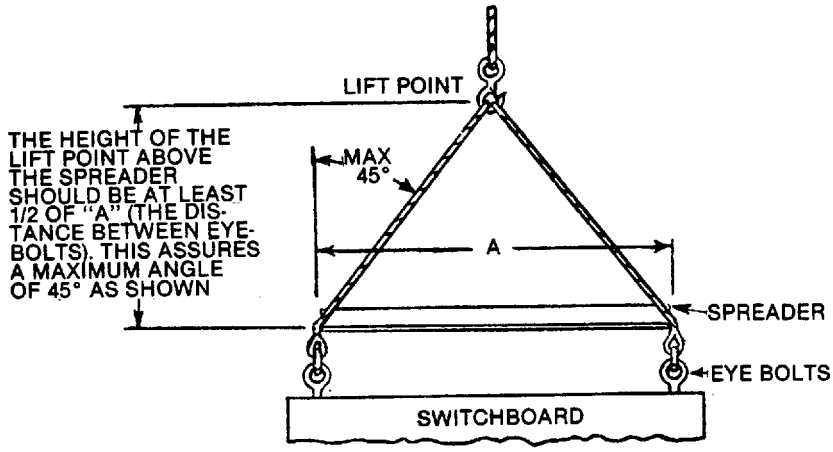
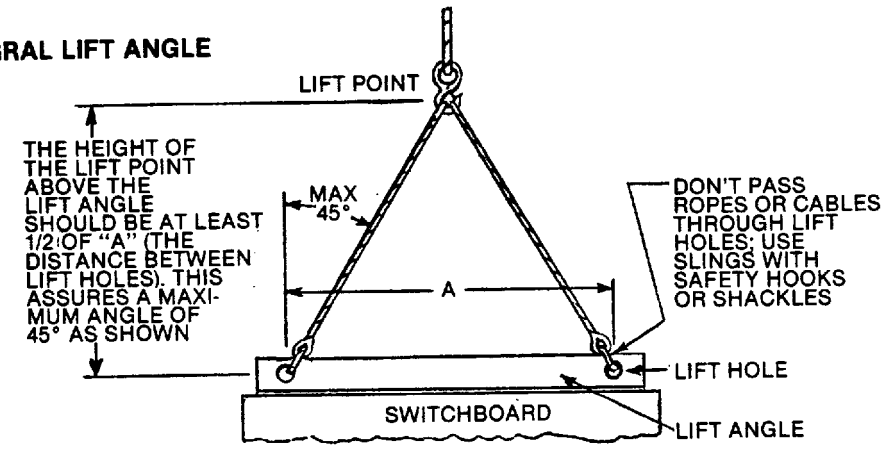

Figure 2-2
Figure 2-3
10. When it is necessary to move the switchboard between elevations without a suitable platform elevator, overhead hoisting may be required. Lifting plates and eye bolts (Fig.2-1), or channels, angles, or bars with lift holes (Fig. 2-2) may be provided as a permanent or removable part of the switchboard. If they are not, cable, chain or band slings (Fig. 2-3) may be rigged around the switchboard.
a. Use rigid spreaders (Fig. 2-1) or spanner bars (Fig. 2-3) to provide the vertical lift on eye bolts and lifting slings to avoid crushing or otherwise damaging the frame or its finish. Lifting bars on long lineups may require additional spreaders to reduce the horizontal compressive load.